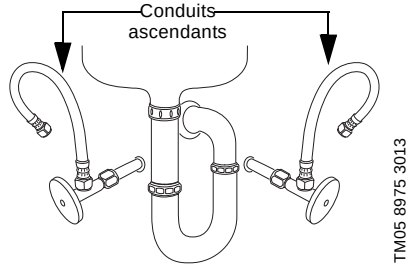

Fig. 4 Avant d'installer la soupape de dérivation, débrancher les conduits ascendants
2. Débrancher les conduits ascendants ; voir fig. 4.